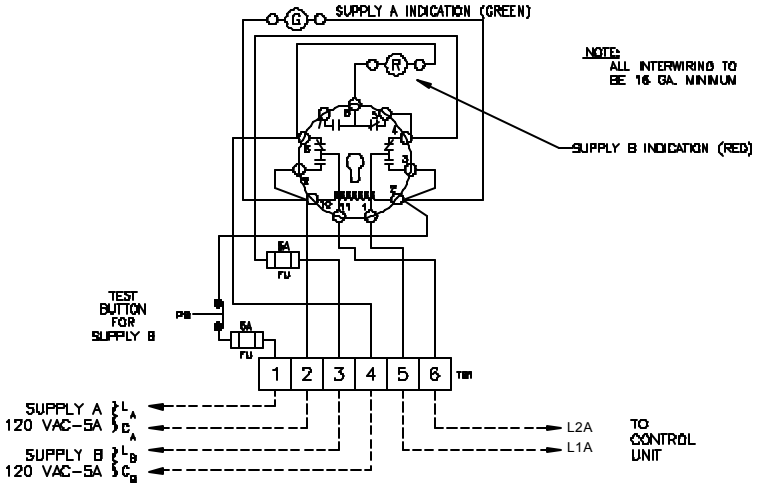

Fig. 2 Power Supply Diverter Wiring
3. Models PSD-120 and PSD-240 **Power Supply Diverters** are designed to provide for continued operation of the Electro Eye-Hye with no loss of performance even in the event of the loss of a main power source. The primary source (A) will power the entire system under normal operating conditions. In the event of a power failure, the PSD diverts the power to the secondary source (B), and continues to power the system. When source (A) is restored, the PSD automatically switches back to source (A). A typical installation is illustrated in Fig. 2 below.